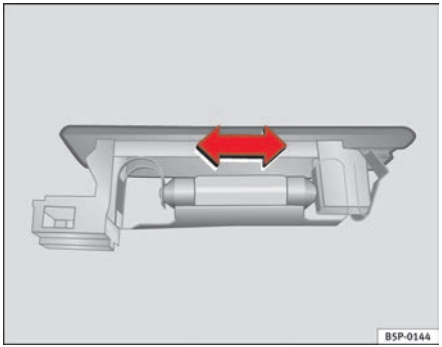

Fig. 192 Luggage compartment light
– Press the lamp sideways and remove from its housing ⇒ page 261, fig. 192. ■